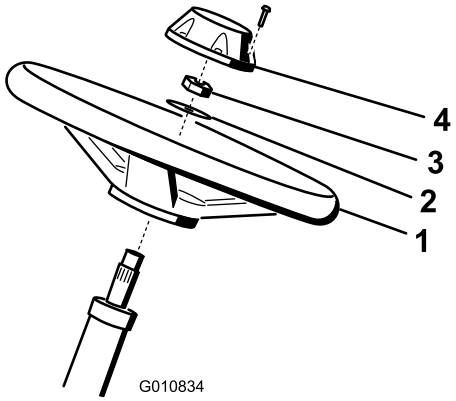

Figur 5
1. Trä på ratten på styraxeln (Figur 5).
2. Trä på brickan på styraxeln (Figur 5).
3. Fäst ratten på axeln med en kontramutter och dra åt den till 27–35 Nm (Figur 5).
4. Montera kåpan på ratten och fäst den med en skruv (Figur 5).